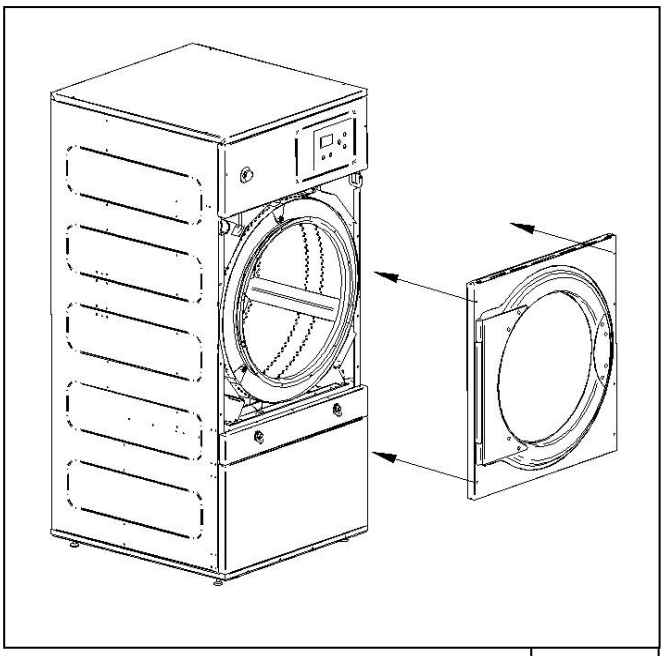

fig.3
6. Collocare la zona frontale dello sportello girandolo a 180º in modo tale che le cerniere restano sul lato opposto. Per fare ciò, riutilizzare le 6 viti "B" e le due viti "B1" con la chiave a brugola nº 3. Vedi fig. 3